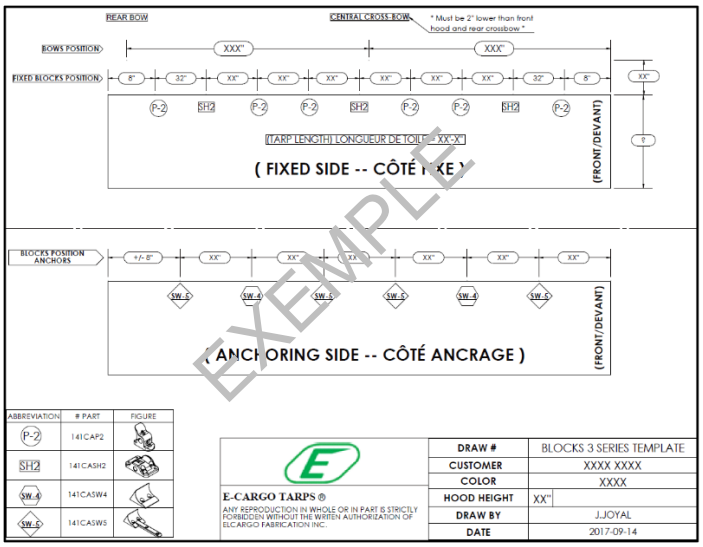

Figure 1
1. **Figure 1.** Identify the position of the blocks as per the measurement sheet provided in appendix - specifically for the trailer.